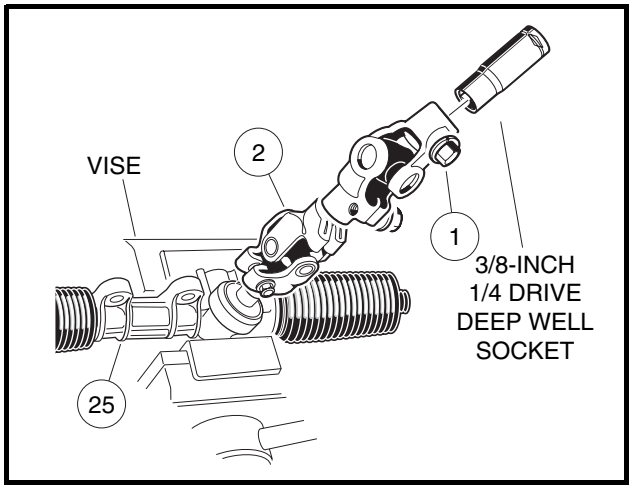

Figure 9-15 Rack and Pinion Resistance
- 11.2. Insert a 3/8-inch deep well socket into the steering column end of the universal joint (2) and tighten the bolt (1) to 15 ft-lb (20.3 N·m) **(Figure 9-15, Page 9-11)**.